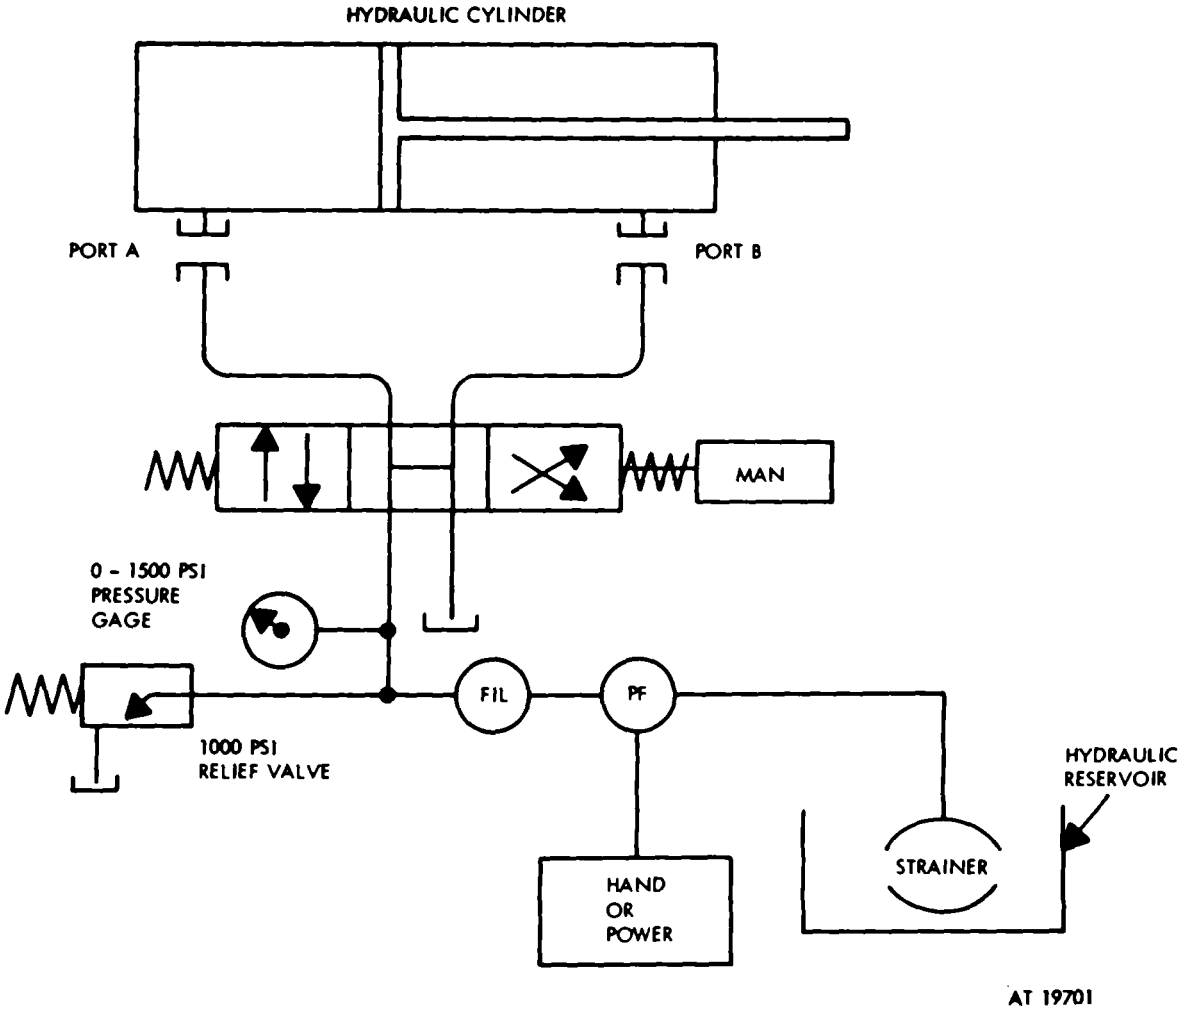

Figure 4-4. Testing arrangements for hydraulic cylinder and ram.
(1) Connect a test arrangement to the cylinder as shown in figure 4-4.
(2) Cycle the hydraulic cylinder through its full stroke at least five (5) times by applying pressure alternately to port A and B. There shall be no exterior leakage. Linkage past the rod seals during cycling test shall not form one (1) drop.
(3) Apply pressure at port B and retract the cylinder to its minimum length and then disconnect the line at port A. Apply 1000 $\pm$ 50 psi at port B and observe for leakage at port A. This leakage shall not exceed three (3) cubic inches per minute during the fifth minute of a five-minute pressure test period. There shall be no rod seal leakage or exterior leakage.